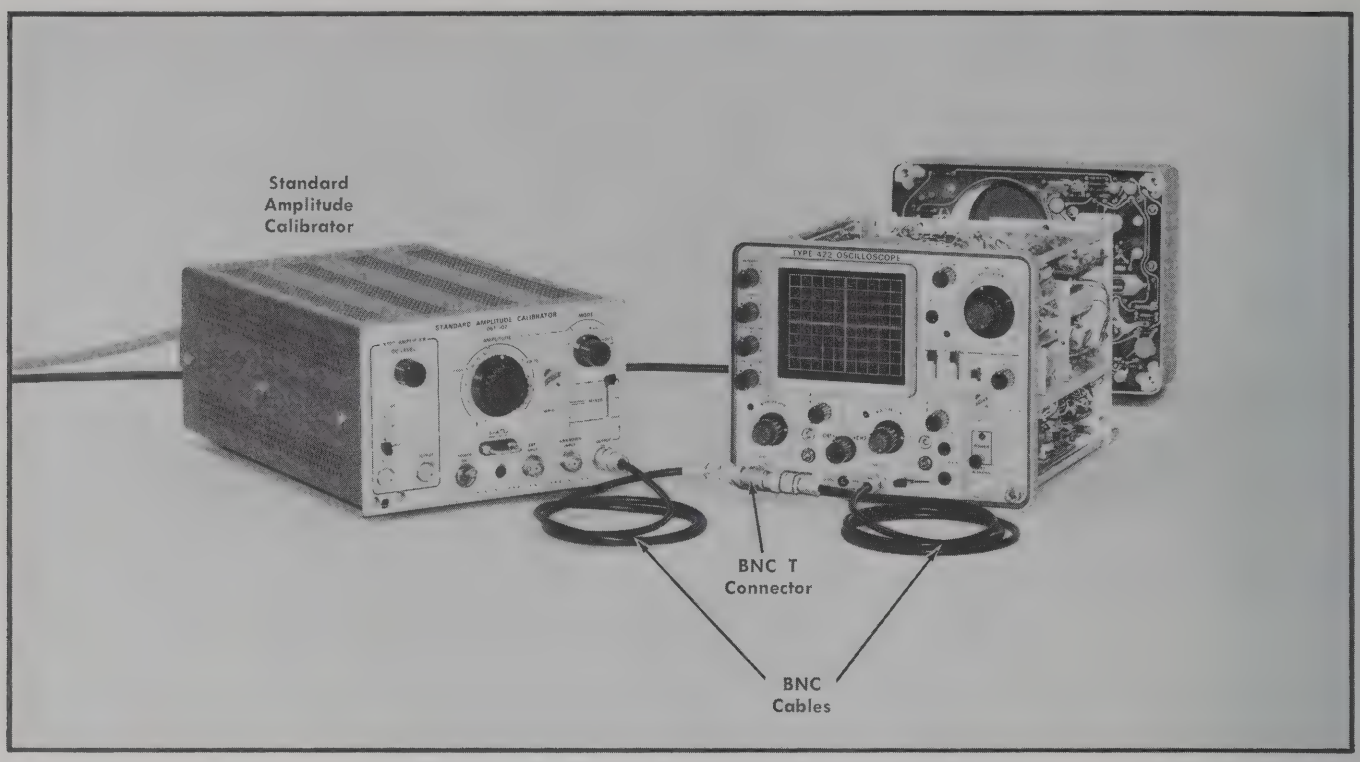

Fig. 6-17. Initial test equipment setup for steps 12—19.
a. Test equipment setup is shown in Fig. 6-17.